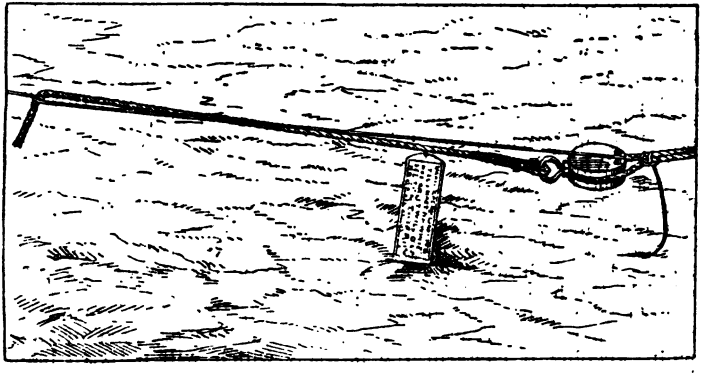

FIG. 5.—Manner in which shot line is bent to whip and tail.
(9) Nos. 3 and 4 stretch the tackle from the sand anchor toward the crotch (3 at outer block, 4 at inner or white block), remove the straps, leaving it clear and ready to be placed upon the hawser.
(10) If a threefold tackle is used, No. 4 hooks the inner (white) block into the sand-anchor pennant.
(11) Communication being made with the wreck, No. 1 takes a round turn and two half hitches with the shot line around both parts of the whip immediately behind the block, while 2 makes a half hitch over the end of the tail of whip block with the bight of the shot line. (See fig. 5.)